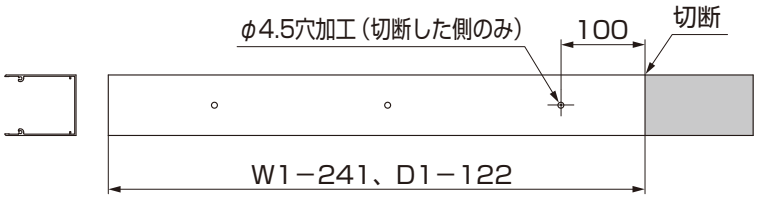
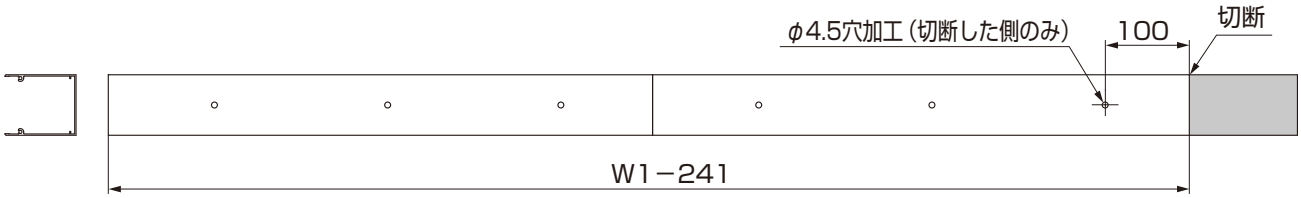

図6-3　部材を1本使用する場合
図6-4　部材を2本を直結して使用する場合（基本タイプ 2.5間、3.0間）
②正面側の上枠を（W1－241）mmで切断してください。（図6-3参照）
●基本タイプ 2.5間、3.0間の場合、（W1－241）mmは2本での合計となります。（図6-4参照）
④側面側の上枠取付材を（D1－122）mmで切断してください。（図6-3、図6-4参照）